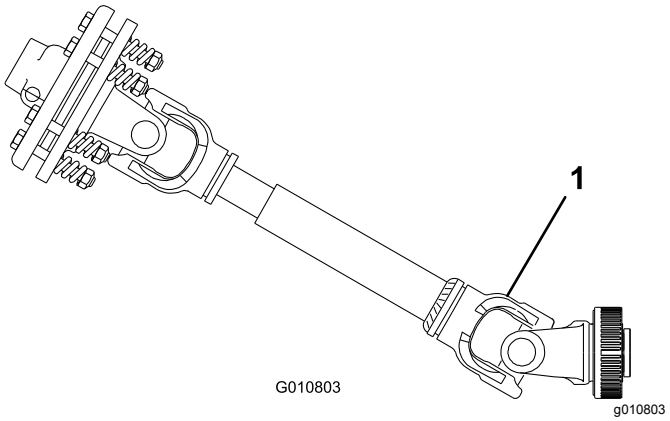

**Figuur 10**
***Belangrijk:*** **Wanneer u de aftakas aansluit, mag u de beluchter niet hoger omhoogbrengen dan noodzakelijk. Als u de machine te hoog tilt, kunnen de scharnierpunten van de aftakas breken (Figuur 10). Schakel de aftakas uit wanneer u de beluchter omhoogbrengt. U kunt de aftakas bedienen in een hoek van maximaal 25°, maar overschrijd nooit een hoek van 35° wanneer de beluchter zich in de hoogste stand bevindt, omdat de as anders ernstig beschadigd kan worden.**